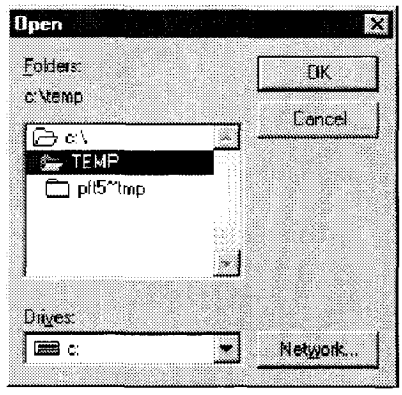

FIGURE 4-138D. SCAP INPUT OPEN DIRECTORY WINDOW
(1) Observe an Open window (Figure 4-138D).